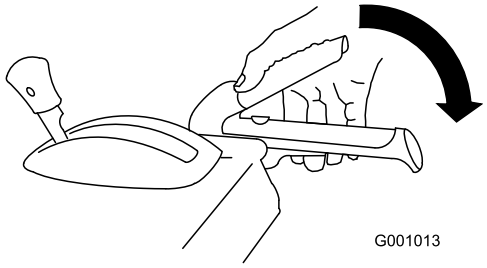

Figur 35
1. For å aktivere spiralblads-/viftehjulsdrivverket, klem den høyre spiralblad-/viftehjulfunksjonsspaken til håndtaket (Figur 35).